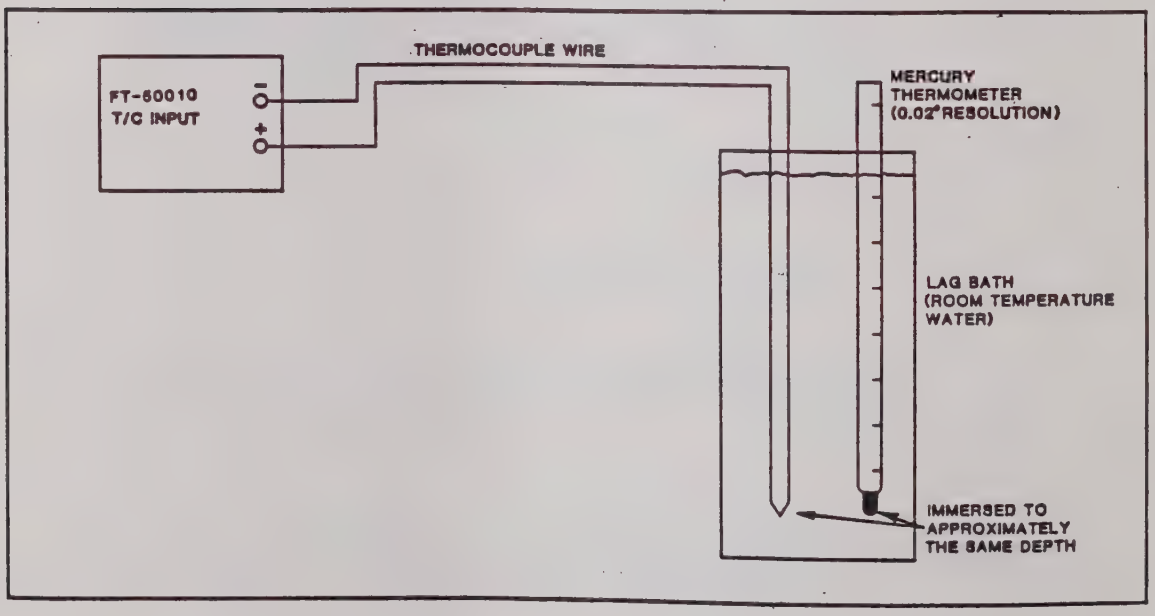

Figure 4-5. Thermocouple Input Module Calibration
7. Reconnect the equipment as shown in Figure 4-5, Thermocouple Input Module Calibration. and allow it to stabilize for at least 5 minutes.